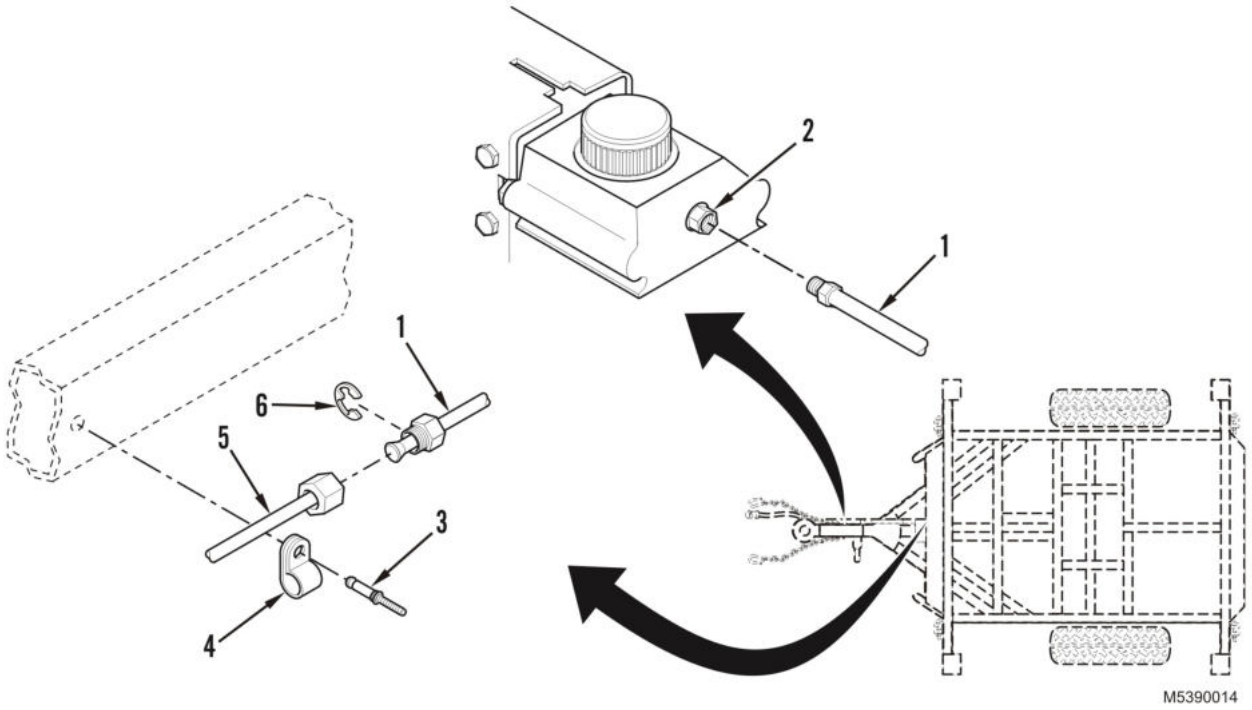
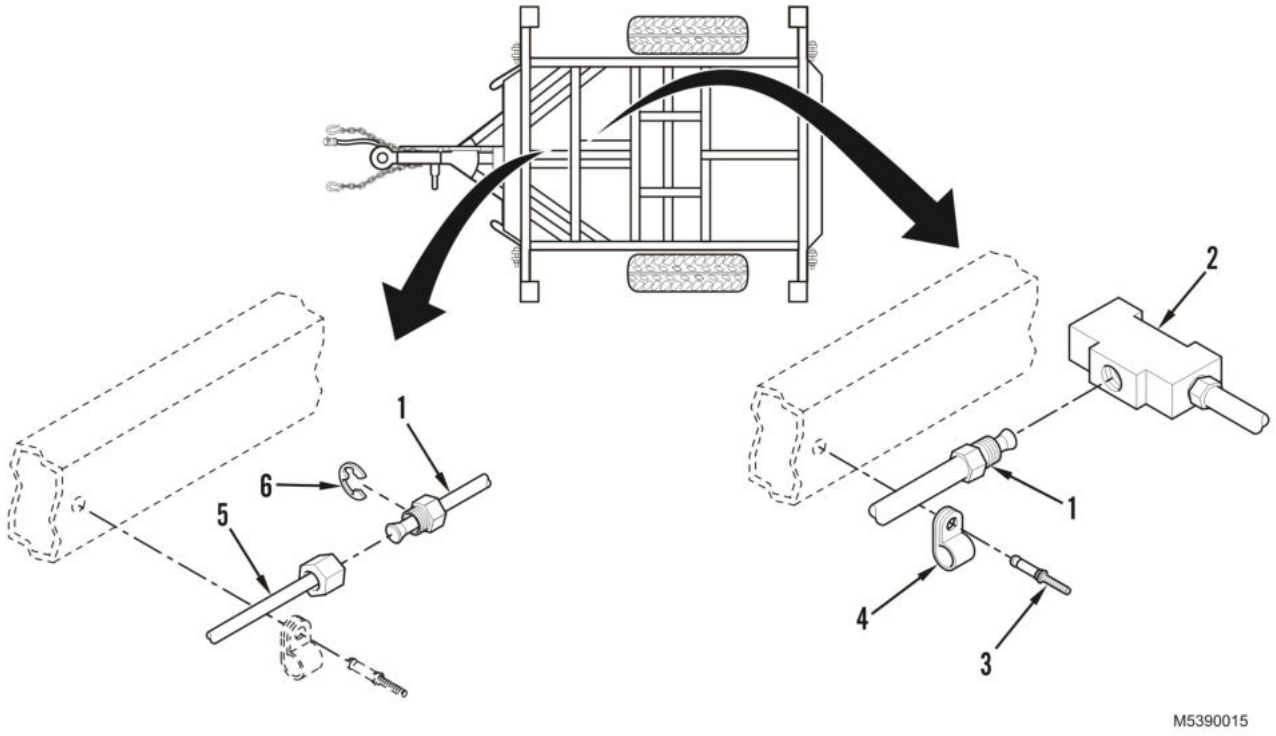

Figure 1. Front Flex Brake Line Removal and Installation.
Figure 2. Front Solid Brake Line Removal and Installation.
1. Disconnect flex brake line (Figure 1, Item 1) from master cylinder adapter (Figure 1, Item 2), and install temporary plug in master cylinder adapter.
2. Remove clip (Figure 1, Item 6), disconnect flex brake line (Figure 1, Item 1) from solid brake line (Figure 1, Item 5), and install temporary plug in solid brake line.
3. Remove rivet (Figure 1, Item 3) and clamp (Figure 1, Item 4) securing flex brake line (Figure 1, Item 1) to frame. Remove flex brake line. Discard rivet.
1. Remove temporary plug from solid brake line (Figure 1, Item 5), connect flex brake line (Figure 1, Item 1) to solid brake line, and install clip (Figure 1, Item 6). Tighten flare fitting.
2. Remove temporary plug from master cylinder adapter (Figure 1, Item 2), and connect flex brake line (Figure 1, Item 1) to master cylinder adapter. Tighten flare fitting.
3. Install clamp (Figure 1, Item 4) and new rivet (Figure 1, Item 3) securing flex brake line (Figure 1, Item 1) to frame.
1. Remove clip (Figure 1, Item 6), disconnect solid brake line (Figure 2, Item 1) from flex brake line (Figure 2, Item 5), and install temporary plug in flex brake line.
2. Disconnect solid brake line (Figure 2, Item 1) from "tee" (Figure 2, Item 2), and install temporary plug in "tee."
3. Remove rivet (Figure 2, Item 3) and clamp (Figure 2, Item 4) securing solid brake line (Figure 2, Item 1) to frame. Remove solid brake line. Discard rivet.
1. Remove temporary plug from "tee" (Figure 2, Item 2), and connect solid brake line (Figure 2, Item 1) to "tee." Tighten flare fitting.
2. Remove temporary plug from flex brake line (Figure 2, Item 5), and connect solid brake line (Figure 2, Item 1) to flex brake line, and install clip (Figure 1, Item 6). Tighten flare fitting.
3. Install clamp (Figure 2, Item 4) and new rivet (Figure 2, Item 3) securing solid brake line (Figure 2, Item 1) to frame.